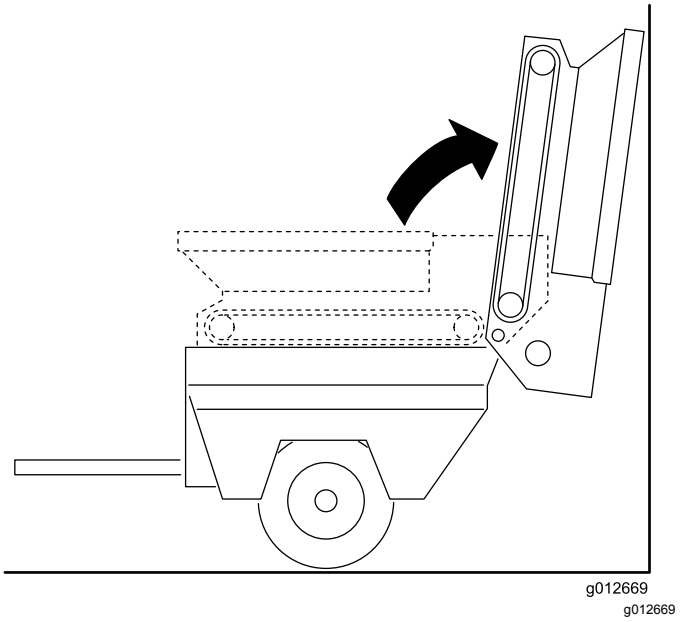

Figur 27
3. Vipp beholderen bakover og len den mot en vegg, stolpe, stige osv. (Figur 27).
Sørg for at beholderen er vippet forbi midten og/eller mot en vegg eller stolpe for å forhindre at den faller ned på arbeidsområdet (Figur 27).
3. Roter forsiktig beholderen ned på gliderammeskinnene. Se Figur 27 av Demontere skyveplanet (side 24).